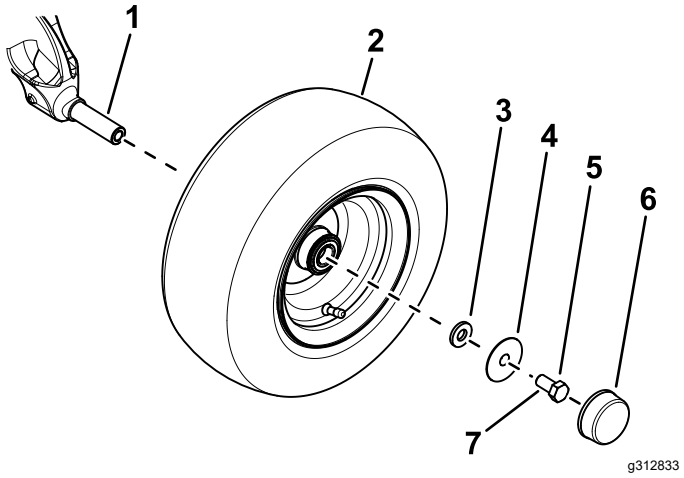

Figura 3
B. Utilice una arandela pequeña, una arandela grande, y un perno (⅝" x 1¼") para sujetar la rueda a la mangueta (Figura 3).
D. Instale la tapa guardapolvo en la rueda (Figura 3).